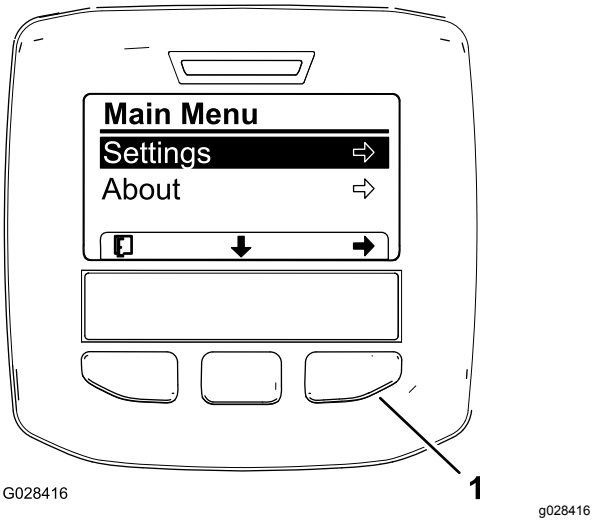
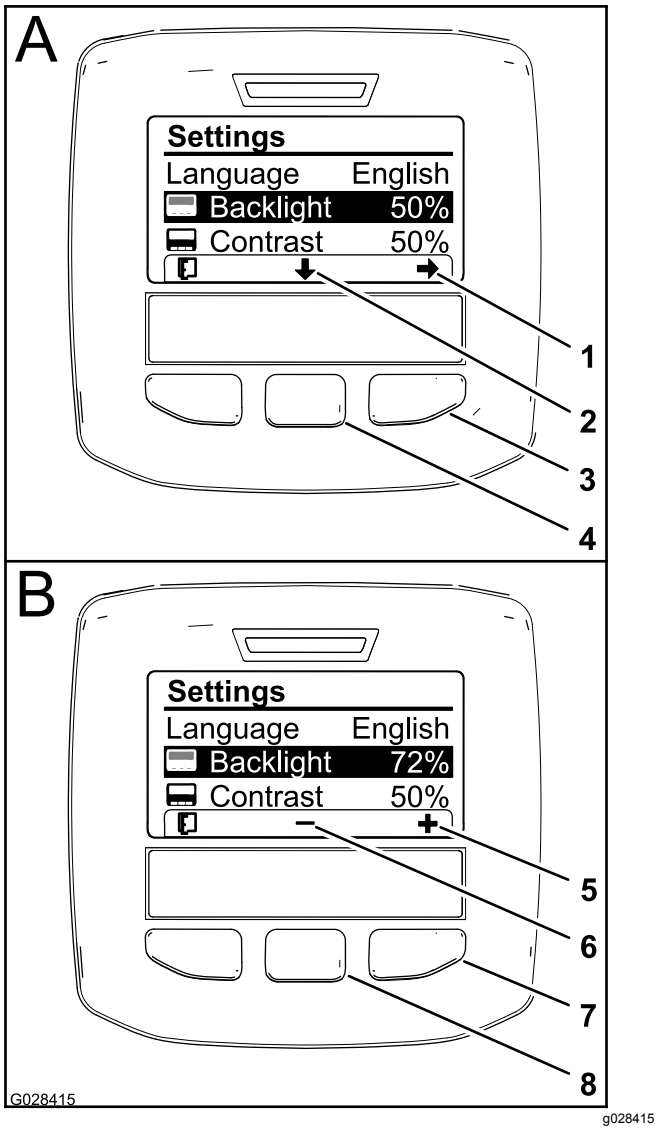

Figuur 20
Figuur 22
3. Druk op de middelste selectieknop om naar het hoofdmenu te gaan (Figuur 20).
5. Druk op de linker selectieknop om uw selectie(s) te bewaren, het instellingenmenu te verlaten en terug te keren naar het hoofdmenu (Figuur 20).
2. Om de achtergrondverlichting van het scherm te wijzigen, drukt u op de middelste selectieknop (de knop onder de pijl naar beneden op het scherm) en selecteert u de instelling Achtergrondverlichting (Figuur 22).
3. Druk op de rechter selectieknop om de context waarde instellen weer te geven (Figuur 22).
4. U kunt de helderheid van het scherm instellen met de middelste selectieknop en de rechter selectieknop (Figuur 22).
5. Druk op de linker selectieknop (de knop onder het lijstpictogram op het scherm) om uw selectie te bewaren, het menu achtergrondverlichting te verlaten en terug te keren naar het instellingenmenu (Figuur 22).
6. Om het contrast van het scherm te wijzigen, drukt u op de middelste selectieknop (de knop onder de pijl naar beneden op het scherm) en selecteert u de instelling Contrast (Figuur 22).
7. Druk op de rechter selectieknop om de context waarde instellen weer te geven (Figuur 22).
8. Druk op de linker selectieknop (de knop onder het lijstpictogram op het scherm) om uw selectie te bewaren, het menu contrast te verlaten en terug te keren naar het instellingenmenu (Figuur 22).
9. Druk op de linker selectieknop om het instellingenmenu te verlaten en terug te keren naar het hoofdmenu (Figuur 20 en Figuur 22).
10. Druk op de linker selectieknop om terug te keren naar het hoofdscherm (Figuur 22).